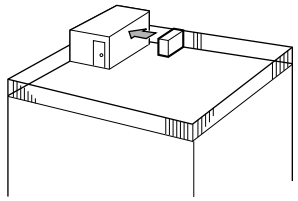

Fig. 2-3
(1) Richten Sie die Luftaustrittsöffnung mit einem Abstand von etwa 50 cm. auf die nächstgelegene Wand aus. (Fig. 2-3)